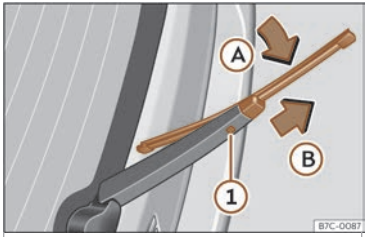

Fig. 39 Cambio da goma da fiestra traseira.
- Xire a goma lixeiramente››› fig. 39 (frecha Ⓐ).
- Manteña premida a tecla de desbloqueo ① puxando da goma no sentido da frecha Ⓑ.
- Insira no brazo limpaparabrisas traseiro unha nova goma **da mesma lonxitude e tipo**, en sentido oposto a frecha Ⓑ ata que se encaste a tecla ①.